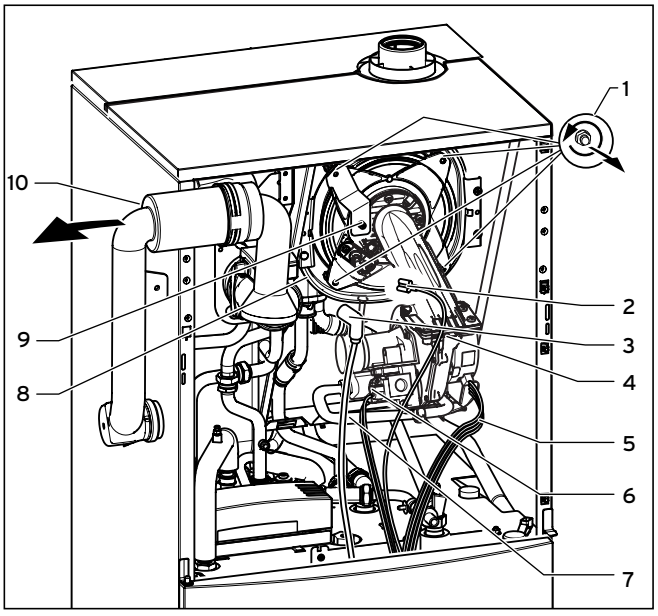

Abb. 8.2 Brennermodul ausbauen
Legende (Abb. 8.2):
- Entfernen Sie die vier Muttern (**1**, Abb. 8.2).
- Ziehen Sie das Brennermodul (**4**) vom Integral-Kondensations-Wärmetauscher (**8**) ab, siehe Abb. 8.2.
Die Brennertürdichtung (1, Abb. 8.2) und die selbstsichernden Muttern am Brennermodul (Art.-Nr.: 0020025929) müssen nach jedem Ausbauen des Moduls (z. B. während der Wartung) ersetzt werden.